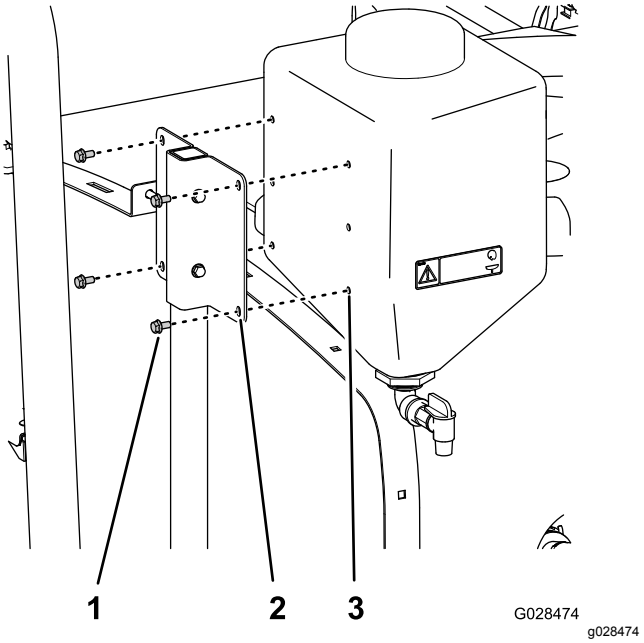

Figur 37
5. Ret gevindindsatserne i vandtanken ind efter hullerne vandtankens beslag (Figur 37).
6. Fastgør vandtanken til beslaget (Figur 37) med 4 flangehovedbolte (5/16" x ⅝").